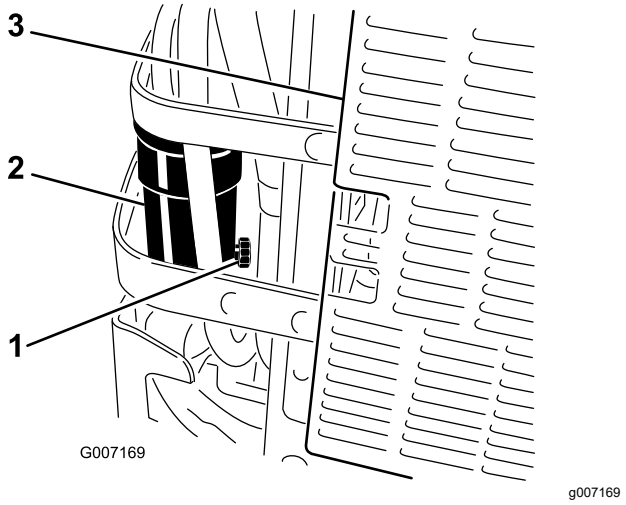

Figuur 66
5. Open de aftapklep op de waterafscheider ongeveer één slag om water en andere verontreinigingen weg te laten lopen (Figuur 66).
6. Sluit de aftapklep als er dieselbrandstof naar buiten komt (Figuur 66).